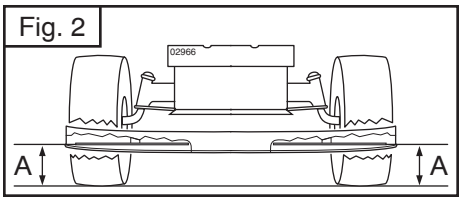

Fig. 2
3. At both sides of mower, position blade at side and measure the distance (A) from bottom edge of blade to the ground. The distance should be the same on both sides (Fig. 2).
3. Stellen Sie die Klinge an beiden Seiten des Mähers seitlich und messen Sie den Abstand (A) von der unteren Klingenkante zum Boden. Der Abstand sollte auf beiden Seiten gleich sein (Fig. 2).
3. Des deux côtés de la tondeuse, placez la lame sur le côté et mesurez la distance (A) entre le bas de la lame et le sol. La distance doit être la même des deux côtés (Fig. 2).